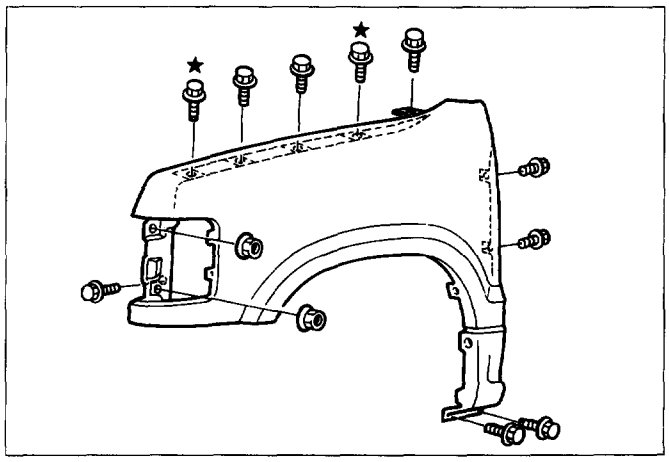

Fig. 2C-10
5. **Front fender panel (Fig. 2C-10)**
1. Tighten the front fender panel fixing bolts to the specified torque. (Fig. 2C-10)